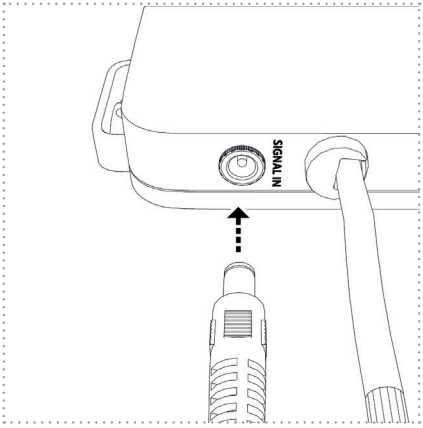

Figure 23
6. Then plug the connector of the signal cable into the designated socket on the UV unit (Figure 23).